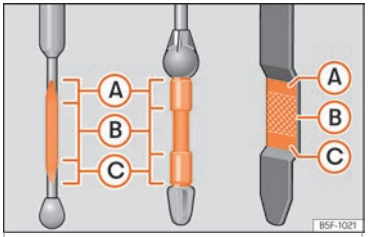

Fig. 224 Varilla de medición del nivel de aceite.
– A continuación, vuelva a extraerla y compruebe el nivel de aceite ››› fig. 224. En caso necesario, reponga aceite del motor.
- Cuando el nivel de aceite alcance como mínimo la zona ››› fig. 224 Ⓑ, enrosque el tapón de la boca de llenado con cuidado ››› ❗.
Si el nivel de aceite se encuentra por encima de la zona ››› fig. 224 Ⓐ, no arranque el motor. Puede causar daños en el motor y en el catalizador. Informe a un taller especializado.
El nivel de aceite no deberá estar en ningún caso por encima de la zona ››› fig. 224 Ⓐ. De no ser así, podría aspirarse aceite por el respiradero del cárter del cigüeñal y llegar a la atmósfera a través del sistema de escape.